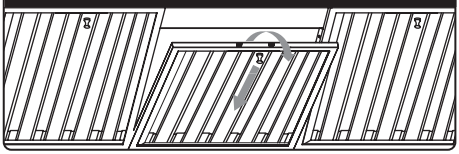

Figure 2
2. Before installing into the overhead cabinet, ensure each spring bracket is at the maximum opening by turning the screw in a clockwise direction, **figure 2.**